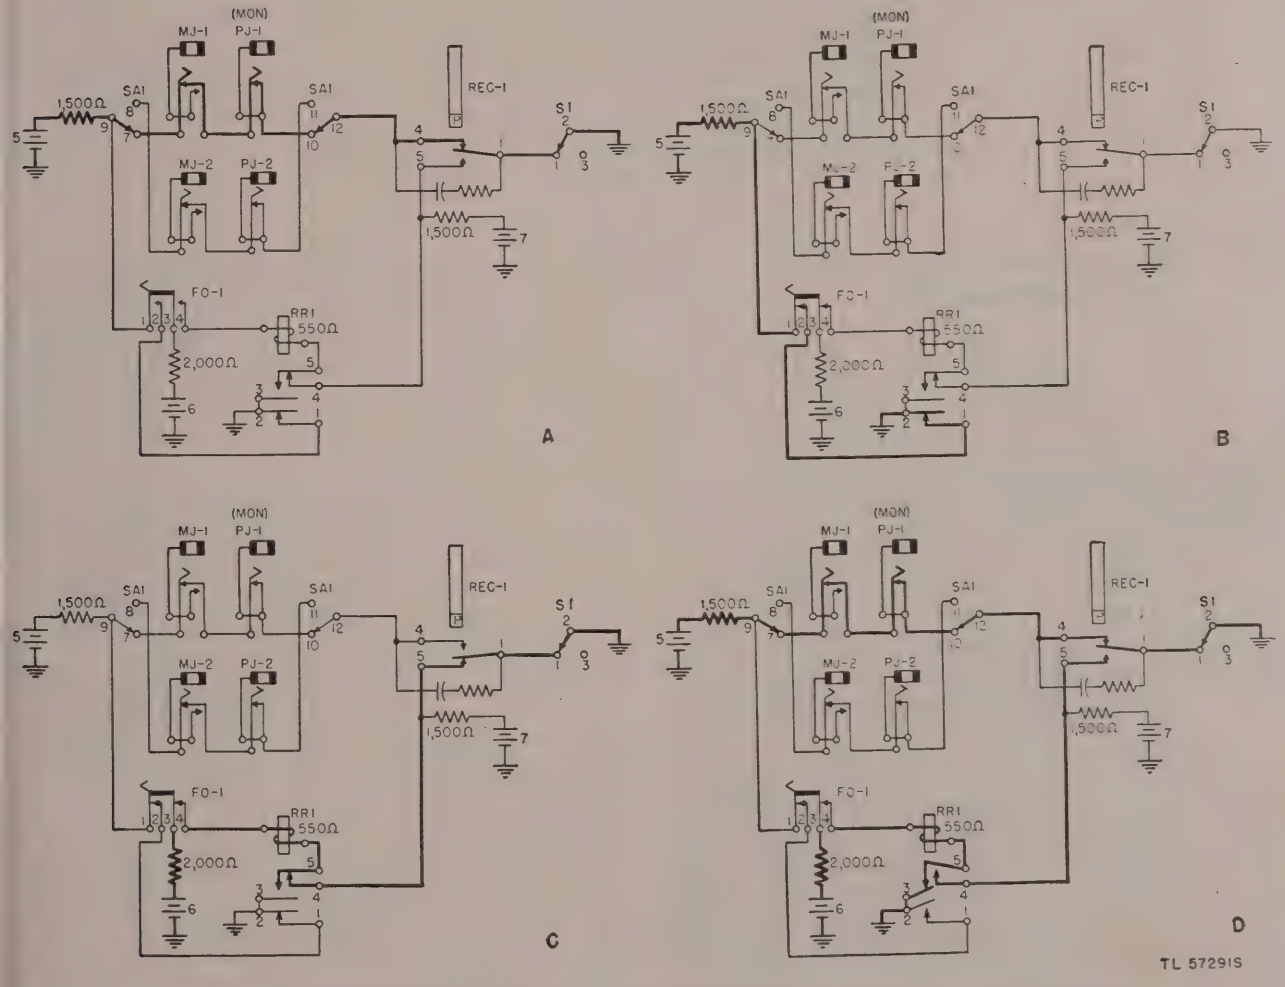
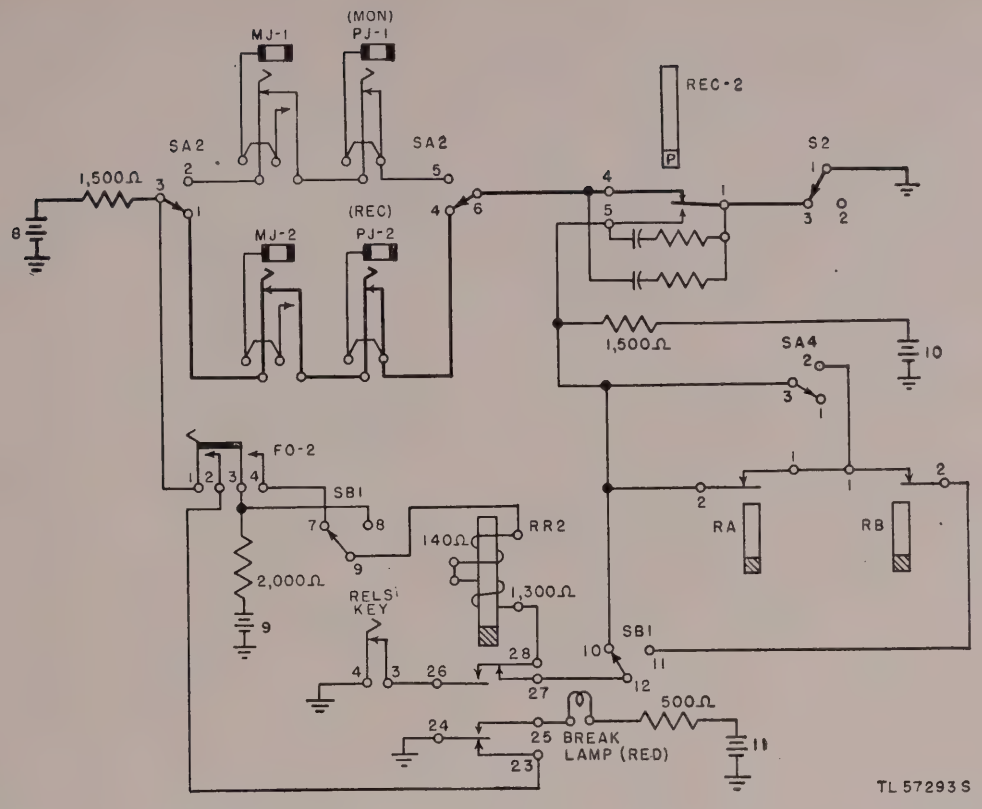
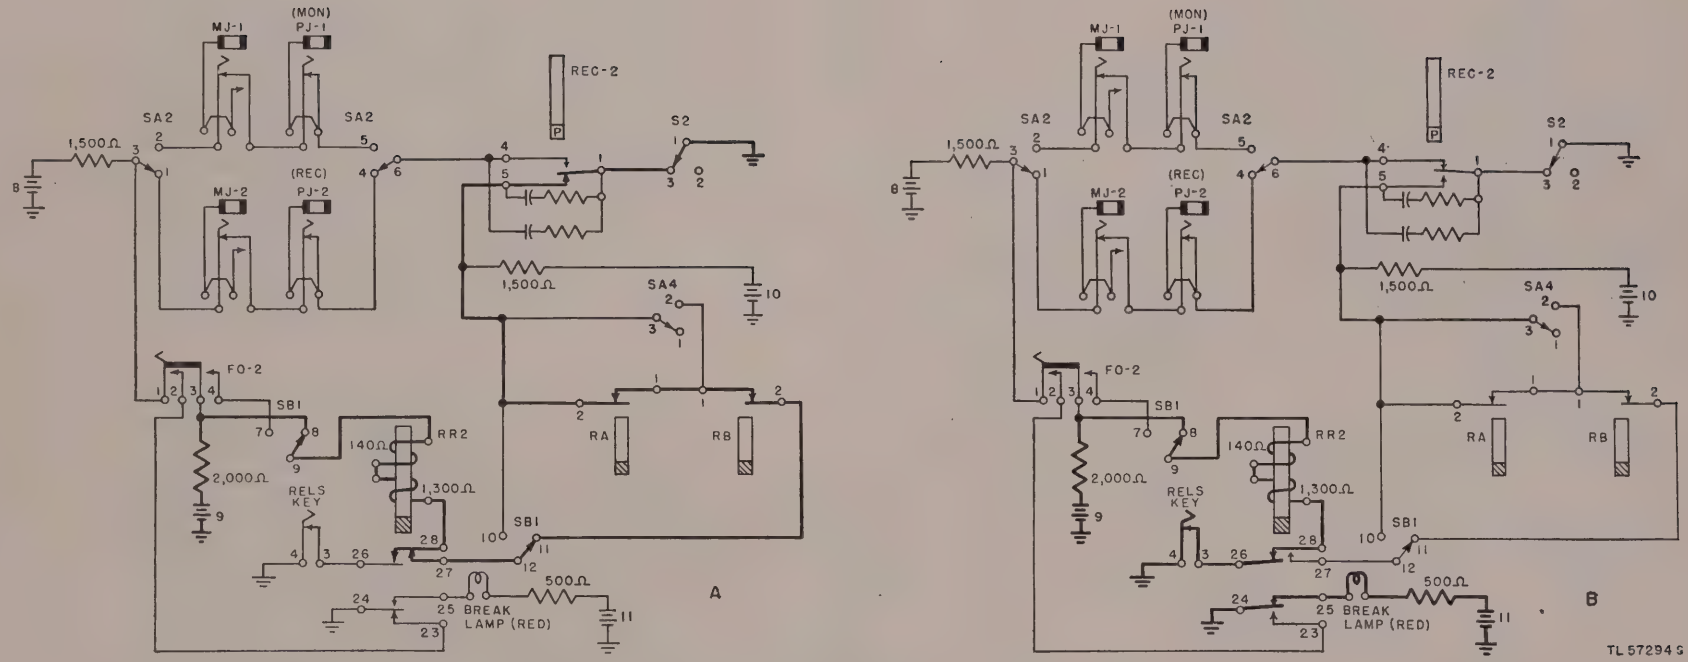
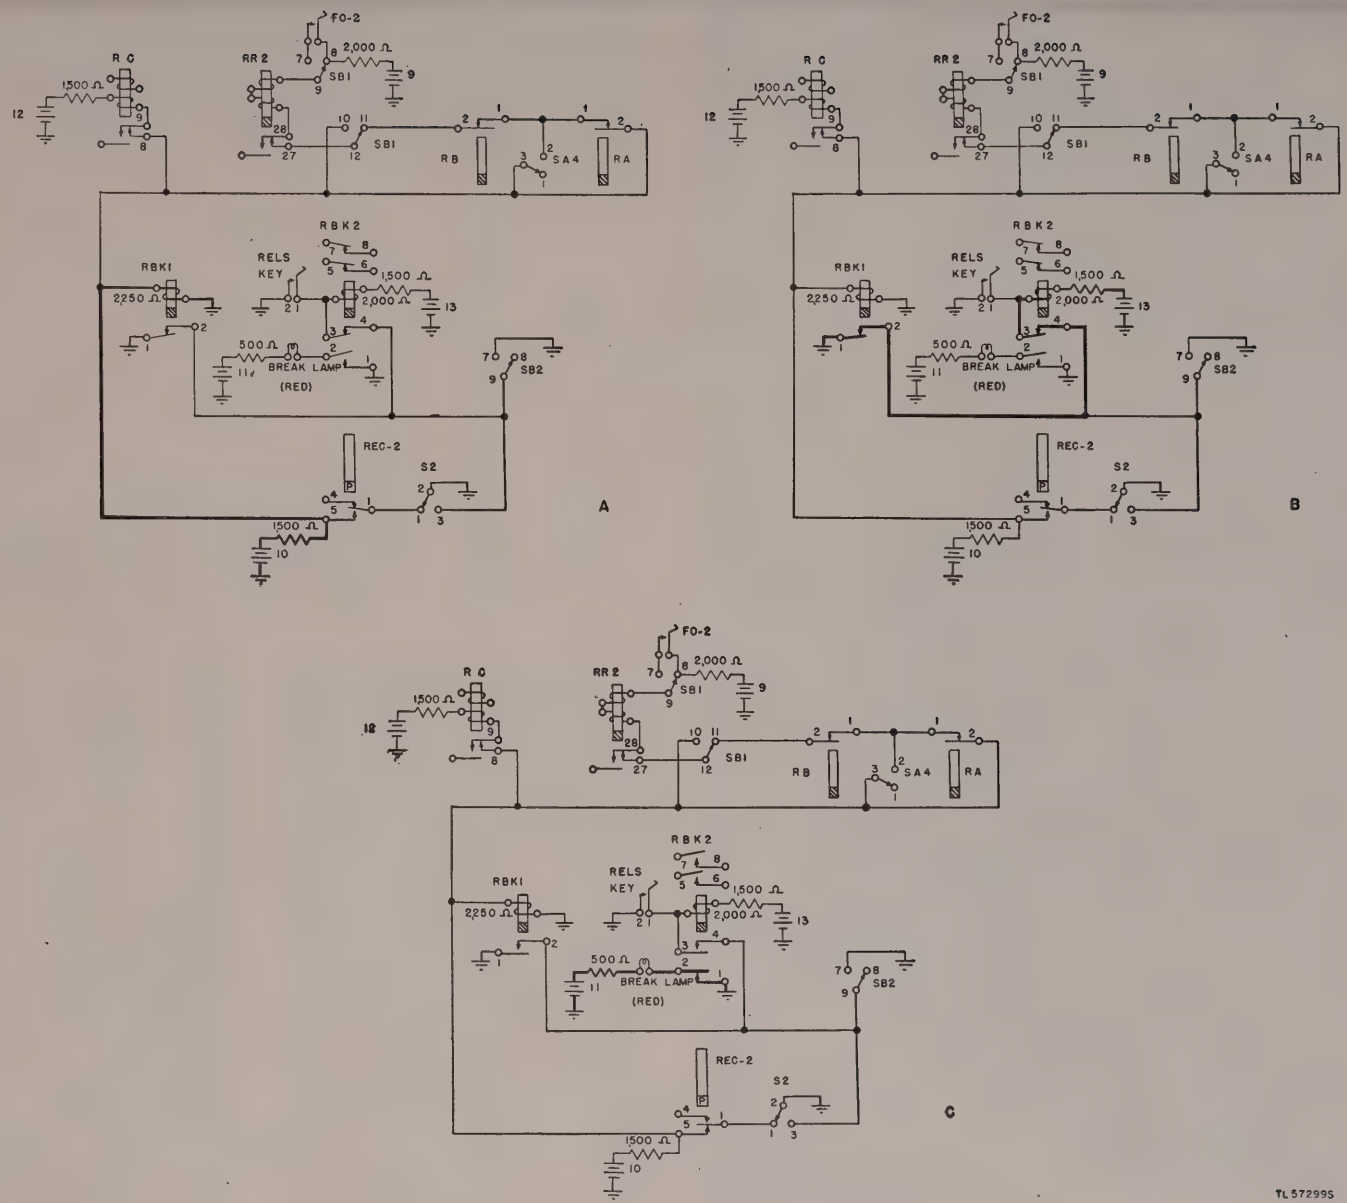

Figure 52. Circuit for feed-out key FO–1, relay RR1, and relay REC–1, normal operation.
Figure 54. Circuit for feed-out key FO–2, relay RR2, and relay REC–2, normal duplex operation.
Figure 55. Circuit for relay RR2, normal single operation.
Figure 60. Break circuit, relays RBK1 and RBK2.
a. Normal Operation (fig. 52). With switch SA in the NORMAL position, receiving relay REC–1 is the monitor relay and controls the monitor (upper) typing reperforator which is plugged into jack PJ–1. The circuit (heavy line, fig. 52A) may be traced from battery 5, through jacks MJ–1 and PJ–1, to marking contact 4 of receiving relay REC–1, to ground. Signals through the windings of REC–1 will be recorded by the monitor (upper) typing reperforator.
a. Normal Duplex Operation (fig. 54). With switch SA at NORMAL, receiving relay REC–2 controls the receiving (lower) typing reperforator. The circuit (heavy line, fig. 54) is from battery 8, through jacks MJ–2 and PJ–2, to marking contact 4 of receiving relay REC–2, to ground. Signals through the winding of relay REC–2 will be recorded by the receiving (lower) typing reperforator.
(1) The feed-out circuit is similar to that described in paragraph 103*a* (1), ground being applied to SA2–3 through RR2–23/24.
(2) With the tongue of receiving relay REC–2 moved to spacing, the energizing circuit for RR2 is similar to that for RR1 (par. 103*a* (2)): from battery 9, through contacts 3 and 4 of FO–2, through winding of RR2 and spacing contact 5 of relay REC–2, to ground.
(3) RR2 operates, closing its holding circuit at RR2–26, opening its energizing circuit at RR2–27/28, and breaking the feed-out ground at RR2–24/23, thus placing the reperforator magnet again under control of receiving relay REC–2. RR2 is held operated until feed-out key FO–2 is released.
(4) The 1,500-ohm resistor between battery 10 and spacing contact 5 of REC–2 provides a constant load on the spacing contact. This is necessary to prevent sudden changes of load from causing voltage variations in the rectifier output.
b. Normal Single Operation (fig. 55). With switch SA in the NORMAL position and switch SB in the SINGLE position, battery 9 is applied permanently to the winding of RR2 over contacts SB1–8/9 (heavy lines, fig. 55).
107. Break Circuit, Relays RBK1 and RBK2 (fig. 60)
(1) Relay RBK2 normally is held operated by relay RBK1; the circuit (heavy line, fig. 60B) is from battery 13, through RBK2 winding, RBK2–3/4, RBK1–2/1, to ground. Upon release of RBK1, relay RBK2, which also is a slow-release relay, is released. Release of RBK2 lights the break lamp (fig. 60) and stops the A or B transmitter unit (fig. 41), disabling the A or B transmitter circuit at RBK2–5/6 and RBK2–7/8. When RBK2 is released it breaks its own energizing circuit. Once released RBK2 cannot be reenergized by RBK1 and may be energized only by depressing the RELEASE KEY, which applies ground directly to the winding of RBK2.
(2) The break feature is not required in duplex operation. When switch SB is thrown to DUPLEX, ground is applied through SB2–7/9 to RBK2–4, holding RBK2 operated regardless of the release of RBK1.
(3) By throwing switch S2 to NON-OPR. (par. 121), ground also may be applied through S2–2/3 to RBK2–4, holding RBK2 operated.
(4) With switch SA thrown to SPLIT, contacts RBK2–7/8 are shorted out through SA2–12/11. Thus, when operating SPLIT, the release of RBK2 stops only the B transmitter unit, circuit No. 2, and does not affect circuit No. 1.
d. No. 1 Tape Feed-Out No. 2 (Feed-Out Keys FO–1 and FO–2). Feed-out keys FO–1 and FO–2 are for the purpose of feeding tape out of the two typing reperforators when no messages are being received. Feed-out control relays RR1 and RR2 work with keys FO–1 and FO–2, respectively, for this purpose. Depressing feed-out key FO–1 applies ground to switch SA1–9 through contacts RR1–1/2 (fig. 52); depressing feed-out key FO–2 applies ground to switch SA2–3 through contacts RR2–23/24 (fig. 54). The applied ground deprives the typing reperforator magnet of sufficient battery to operate, releasing the reperforator magnet and allowing the typing reperforator to feed out blanks.
e. Release Key. The RELEASE KEY has a dual function—releasing feed-out control relay RR2 (fig. 55) or reoperating break relay RBK2 (fig. 60) to release the message transmitter units for operation.
f. Break Lamp. The break lamp, a red lamp operated by relay RR2 (fig. 55) or RBK2 (fig. 60), indicates that the transmitter units have been locked out by either of the two relays and must be released for transmission.